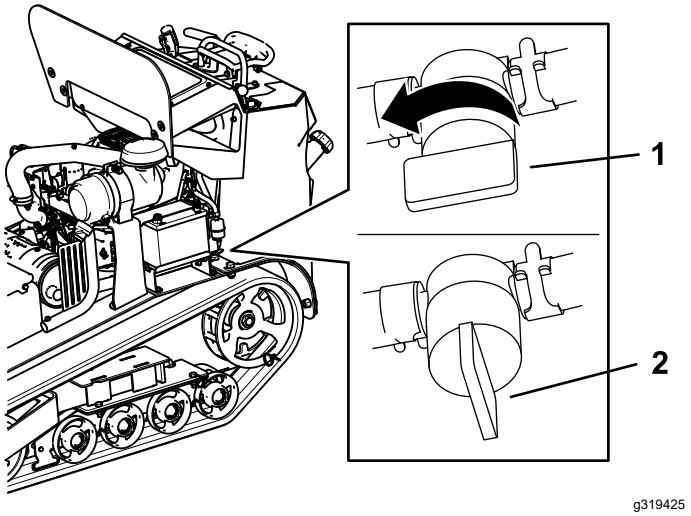

**Figuur 39**
3. Draai de brandstofafsluitklep dicht (Figuur 39).